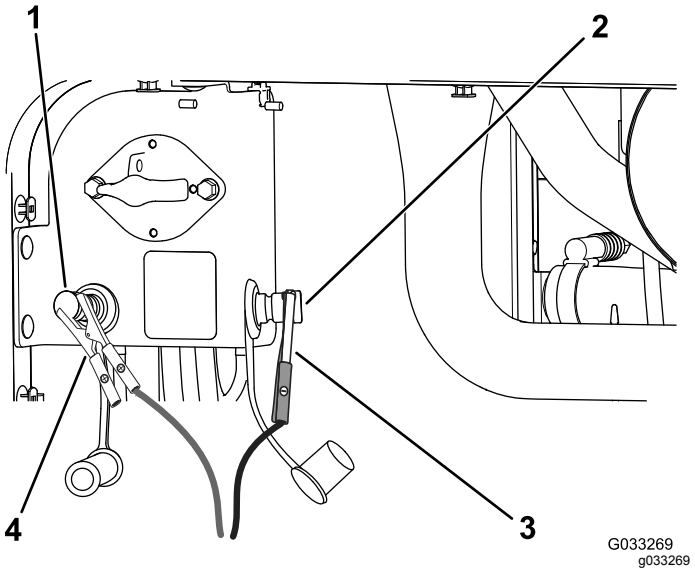

Figur 99
4. Koble den positive (+) startkabelen til den positive startpolen (Figur 99).
5. Koble den negative (-) startkabelen til den negative startpolen (Figur 99).
7. Når motoren starter, få den andre personen til å koble den negative (-) startkabelen fra den negative startpolen og deretter den positive (+) startkabelen (Figur 99).